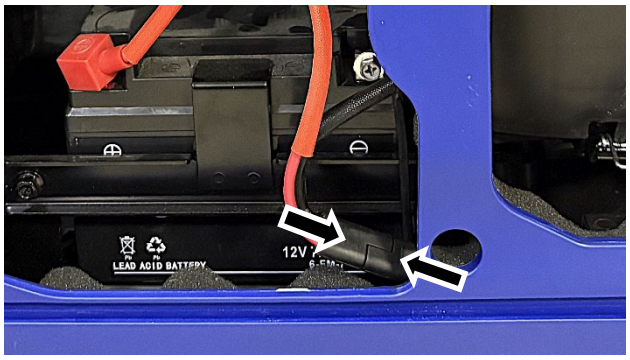

Figure 6 Assemble the Battery Wiring Harness Connector
4. Assemble the connector by firmly pushing the two halves together; each of the two male pins should be inserted into the corresponding female socket on the other half of the connector as shown in Figure 6. The connector should be assembled tightly with no appreciable gap left between the two halves.